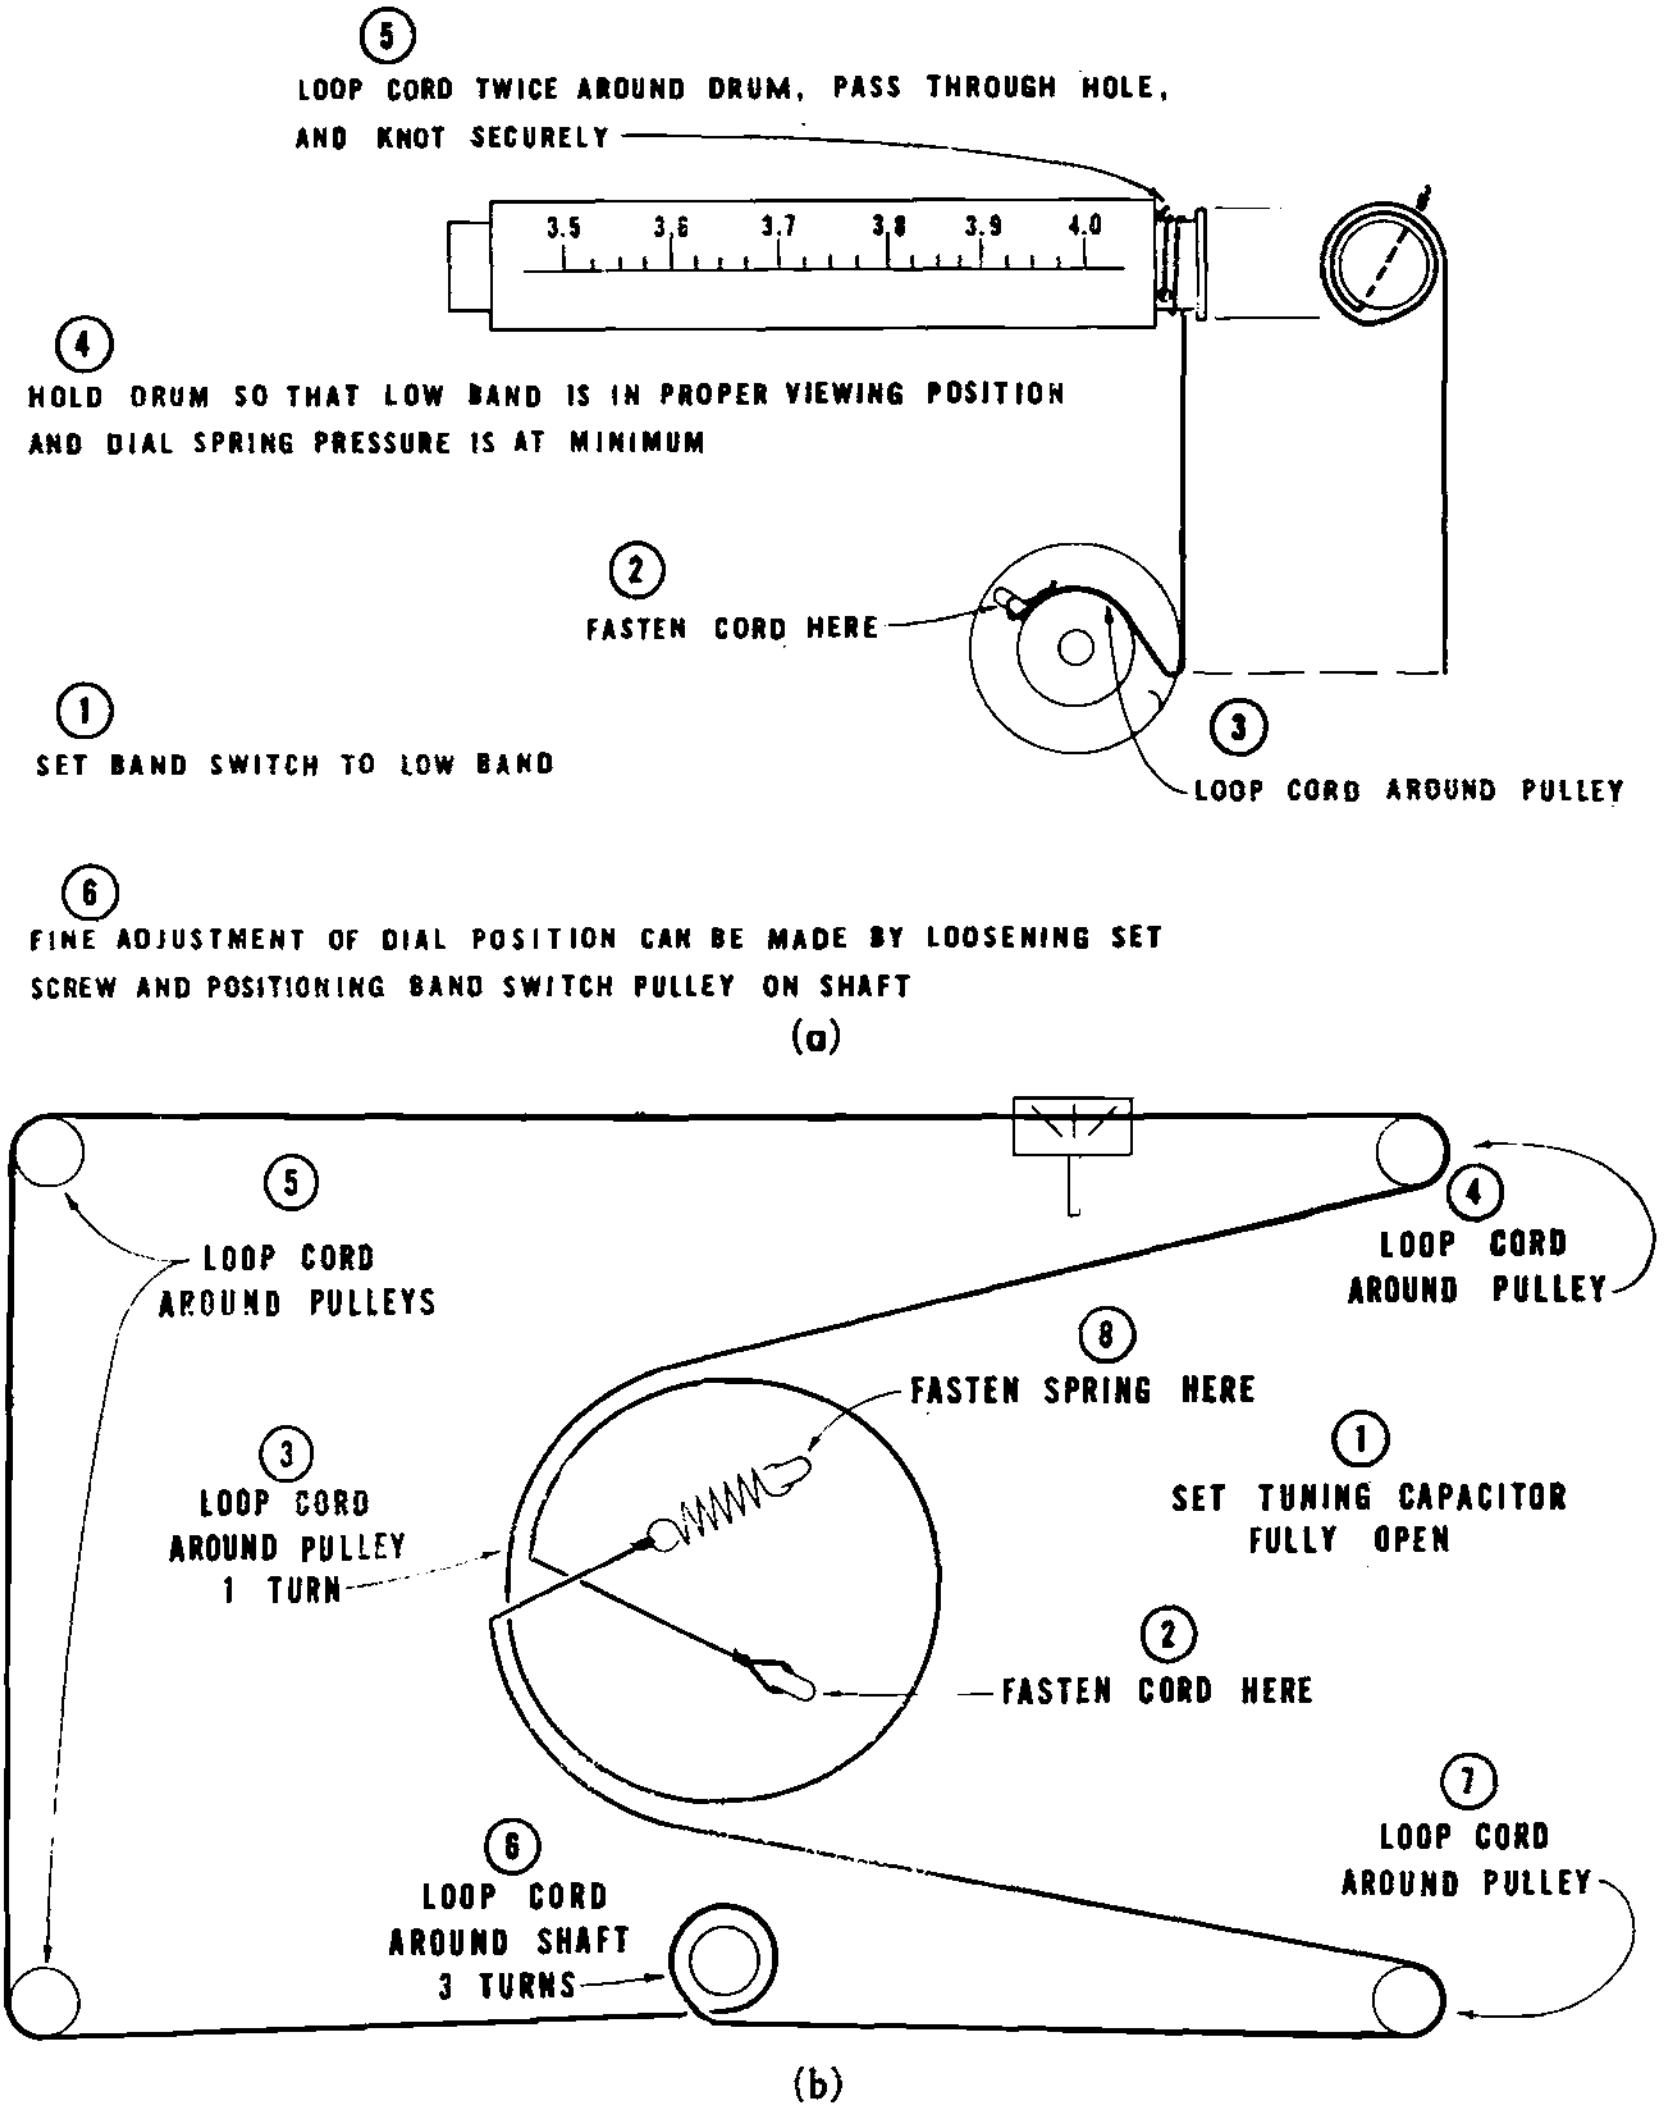

Fig. 9-9: ATC-1 dial cord restringing diagrams . . . (a) Tuning Dial, (b) Band Change Dial.
The Toubleshooting Chart given in Table 9-H, while applying specifically to the Model ATC-1, can be used as a general guide for servicing other transistorized short-wave converters which may be introduced in the future. Dial cord restringing diagrams are given in Fig. 9-9. As a general rule, service failure in transistorized converters similar to the ATC-1 are extremely rare, and, frequently, are mechanical rather than electrical (broken dial cord or defective antenna connection, for example). Where a service complaint is en-
3. To restring dial cords, refer to Fig. 9-9.